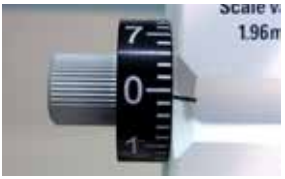

Abbildung CA-09
7. Stellen Sie die Trommel auf Position +0,1. Siehe Abbildung CA-09.
Siehe Abbildung CA-09.